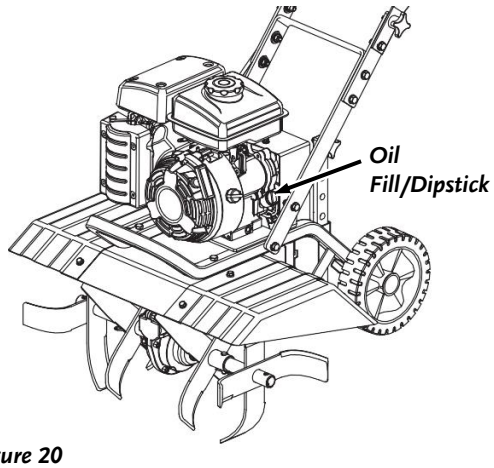

Figure 20
2. Remove the Oil Fill Cap/Dipstick on the left side of the Engine (***Figure 20***).